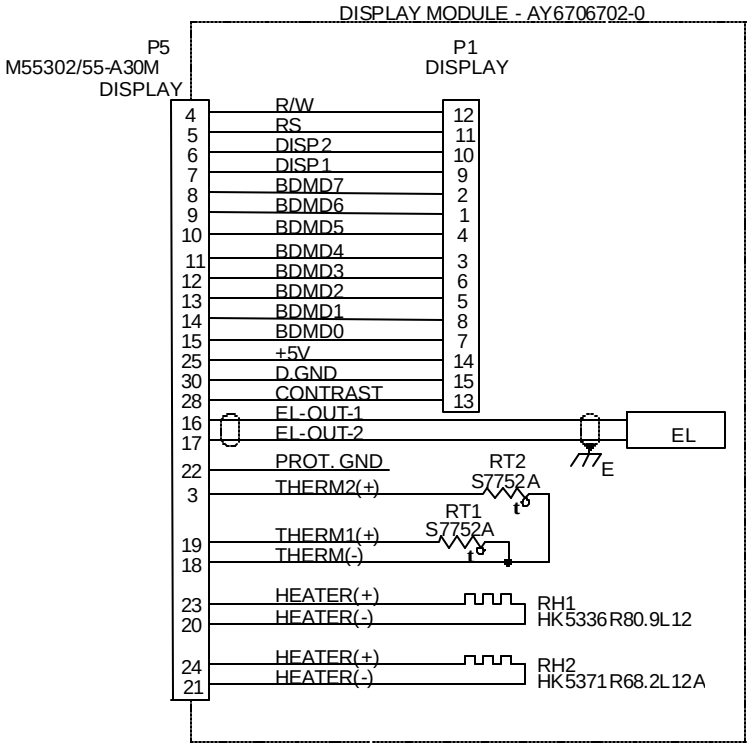

Figure 3-20. Display Module Schematic Diagram
d. Measure continuity between connector pins and CCA in accordance with **Figure 3-20**. Resistance should not exceed 0.5 ohm.